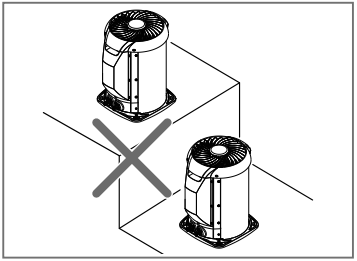

FIG. 5 - EVITAR INSTALAÇÃO EM DEGRAUS
- Recomenda-se **não** instalar a unidade condensadora em degraus, para evitar que uma das unidades aspire o ar aquecido proveniente da outra (fig. 5).